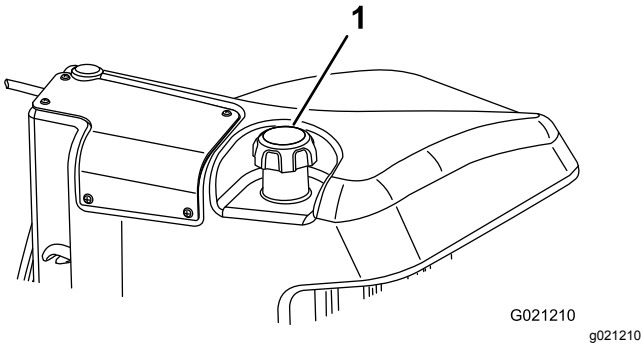

Figur 28
3. Ta bort locket från bränsletanken (Figur 28).